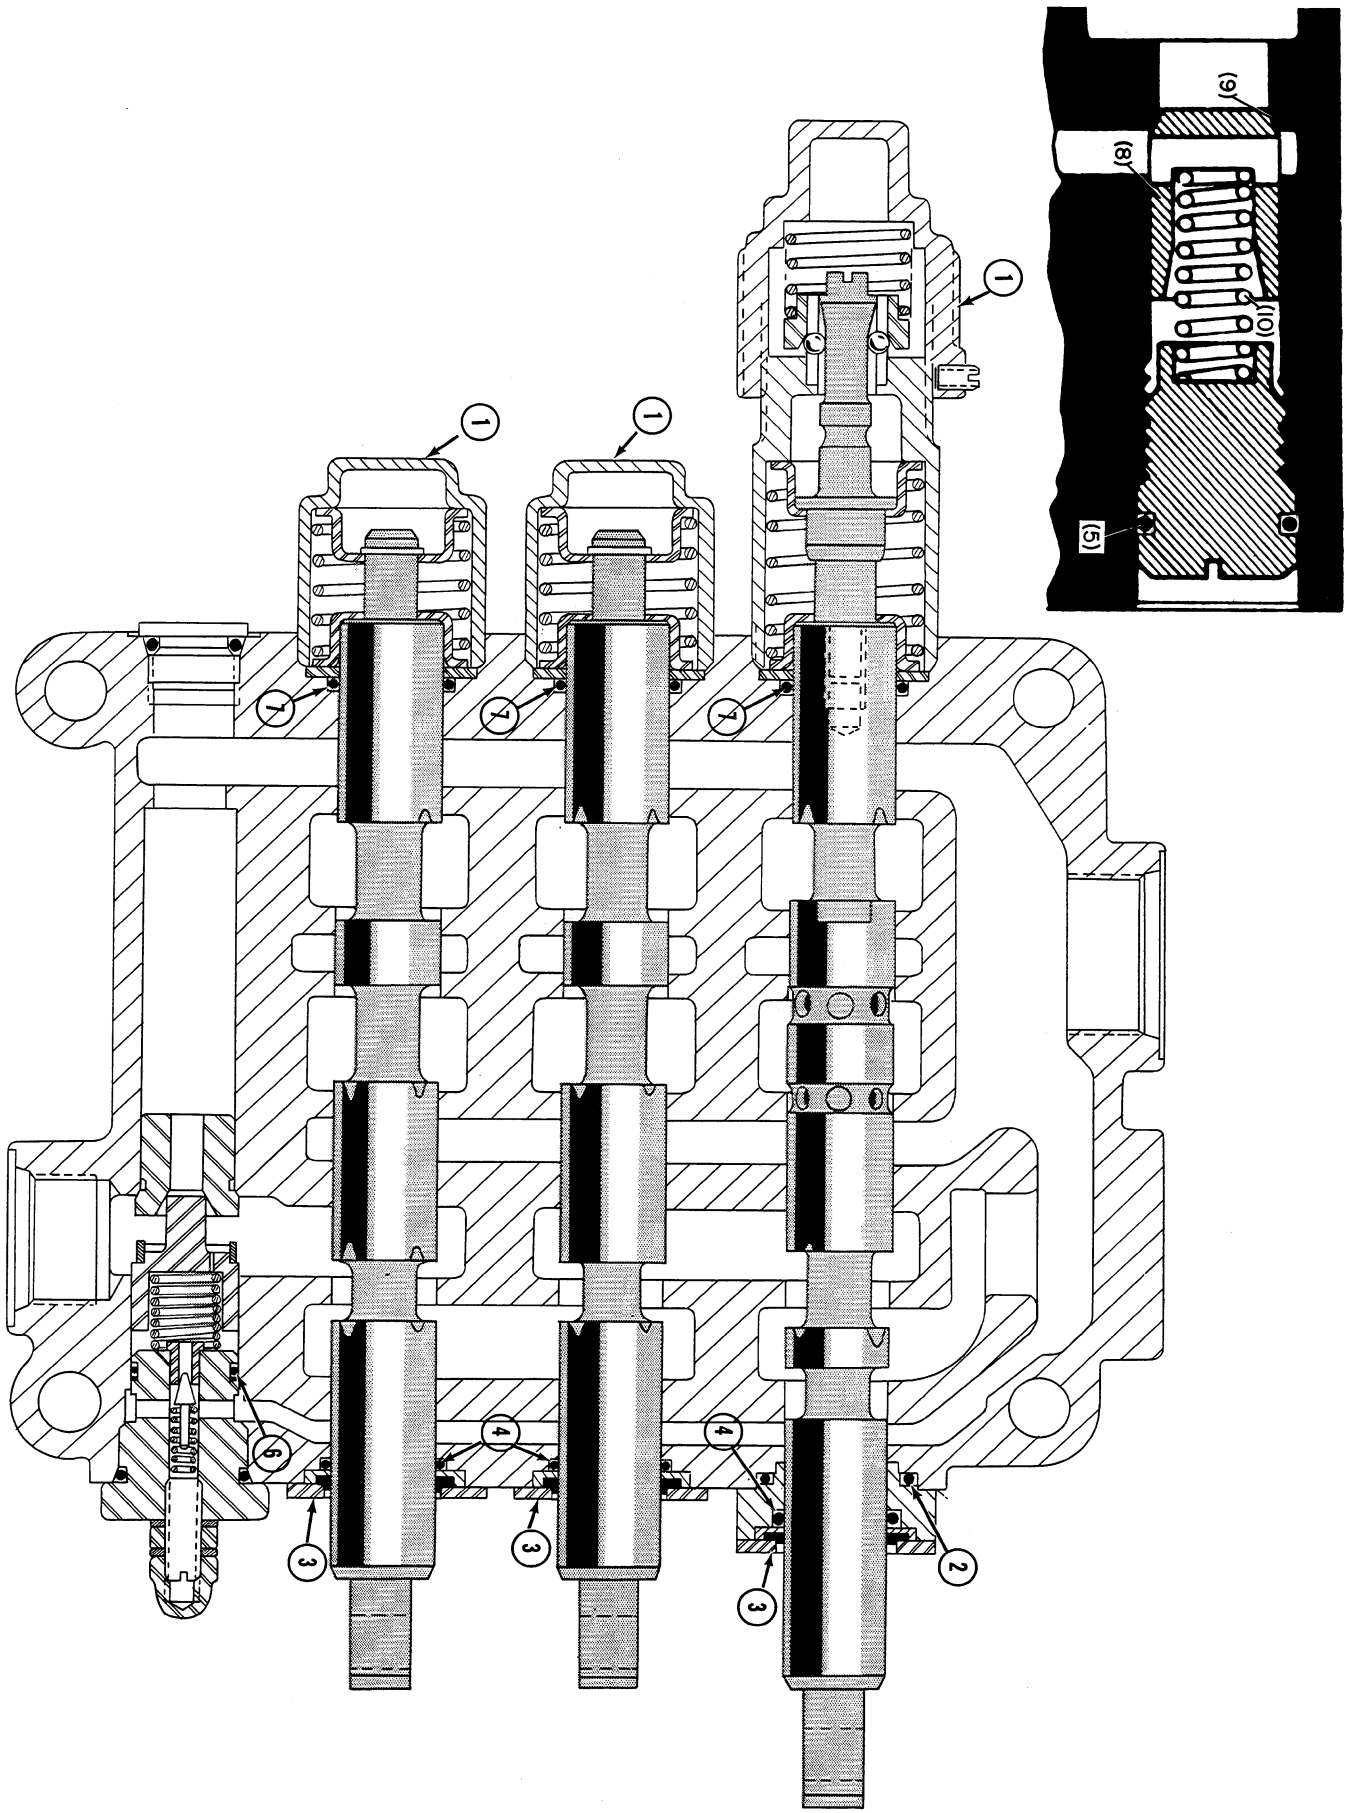

Figure DD-36
1. External oil leakage between valve body and spool end caps due to loose end cap. Figure DD-36.(1)	1. Tighten the spool end caps, Figure DD-36. (1)
2. External oil leakage between valve body and float spool end seal housing due to damaged "O" ring, Figure DD-36. (2)	2. Replace damaged "O" ring, Figure DD-36. (2)
3. External oil leakage between valve body and spool retainer plates due to loose retainer plate screws,Figure DD-36. (3)	3. Tighten retainer plate screws.
1. Internal oil leakage between spool and wiper due to worn or damaged "O" ring, Figure DD-36. (4)	1. Replace worn or damaged "O" ring, Figure DD-36.(4)
2. Oil leakage around poppet valve caps due to worn or damaged "O" ring, Figure DD-36.	2. Replace worn or damaged "O" ring, Figure DD-36. (5)
3. Oil leakage around pressure relief valve cap due to worn or damaged plunger "O" ring, Figure DD-36.(6)	3. Replace worn or damaged plunger "O" ring, Figure DD-36. (6)
4. Internal oil leakage from valve body into spool end caps due to worn or damaged "O" ring, Figure DD-36.(7)	4. Replace worn or damaged "O" ring, Figure DD-36.